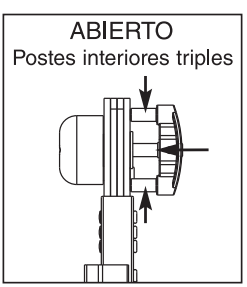

Figura 2
2) En la posición abierta (Véase la Figura 2), puede ajustarse el ángulo de la escalera.
Nota: La posición abierta puede verificarse mediante los tres postes interiores expuestos en la perilla-botón (Véase la Figura 2).